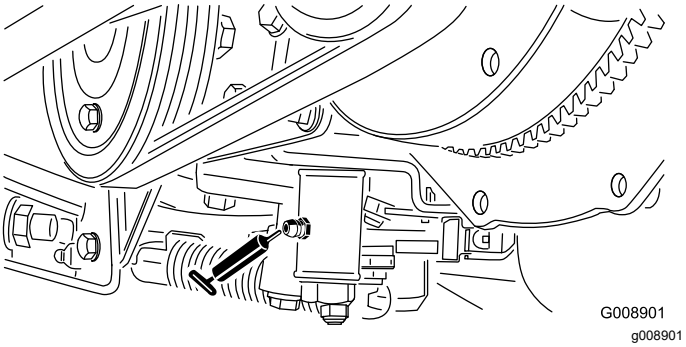

Figur 60
- Justeringsmekanism för neutralläge (Figur 60)